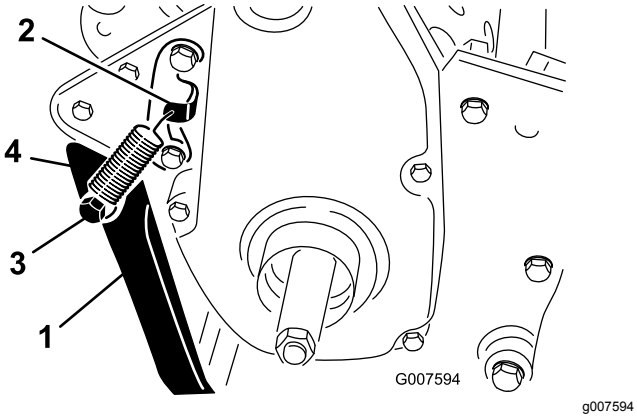

Figur 8
2. Hekt fjæren inn i hullet på fjærbraketten og videre på fjærbolten mens du justerer støtten i forhold til monteringshullene bak på rammen (Figur 8).
3. Monter støtten på hver side av rammen med en bolt, en låseskive, et avstandsstykke, en flat skive og en låsemutter (Figur 8).